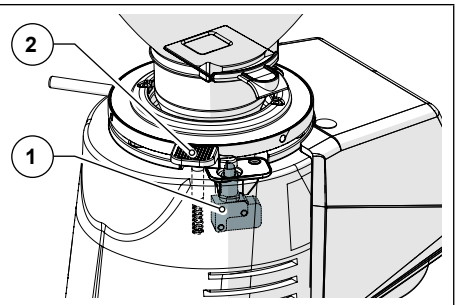

Рис. 6
- **Микровыключатель определения изменения степени помола (Рис. 6):** Этот микровыключатель (Поз. 1), активируемый при каждом нажатии рычага блокировки круглой гайки (Поз. 2), служит для сообщения системе управления, что могло произойти изменение степени помола по сравнению с последней выданной порцией, и активизирует режим «Подать порцию».